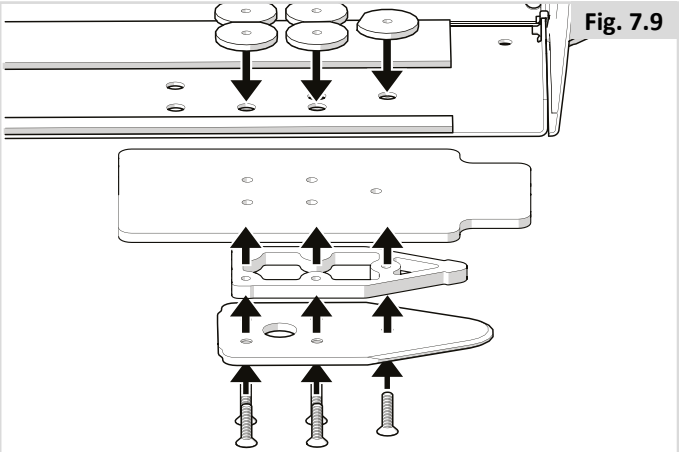

Fig. 7.9
4. Bevestig de vijf bouten samen met de pasring(en) en de aankoppelplaat aan de onderzijde van het frame van de rolstoel (Fig. 7.9).